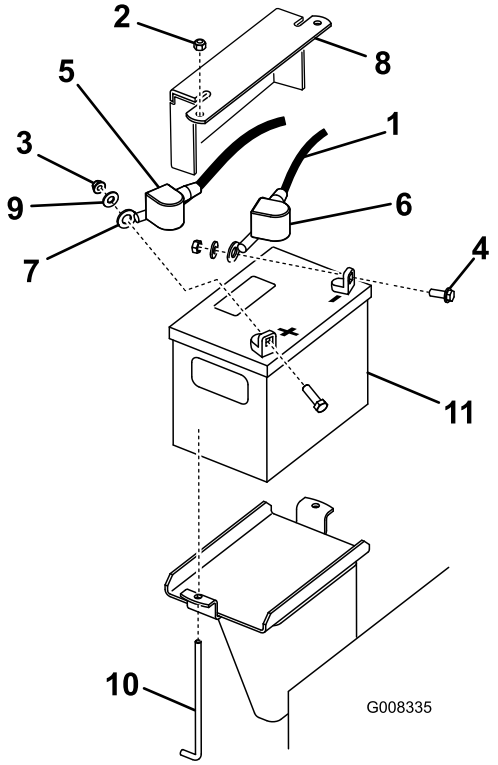

Rysunek 42
3. Unieś czarną gumową osłonę z ujemnego przewodu. Odłącz ujemny przewód akumulatora od ujemnego (-) zacisku akumulatora (Rysunek 42).
4. Wysuń czerwoną nakładkę zaciskową z dodatniego (czerwonego) zacisku akumulatora. Następnie odłącz dodatni (czerwony) przewód akumulatora (Rysunek 42).
5. Usuń płytę podtrzymującą, śruby fajkowe oraz przeciwnakrętki zabezpieczające akumulator (Rysunek 42) i wyjmij akumulator.
1. Zamontuj akumulator w maszynie (Rysunek 42).
3. W pierwszej kolejności podłącz dodatni (czerwony) przewód do dodatniego (+) zacisku akumulatora za pomocą nakrętki, podkładki i śruby (Rysunek 42). Nałóż gumową osłonę na biegun.
4. Następnie podłącz ujemny przewód i przewód uziemiający do ujemnego (-) zacisku akumulatora za pomocą nakrętki, podkładki i śruby (Rysunek 42). Nałóż gumową osłonę na biegun.